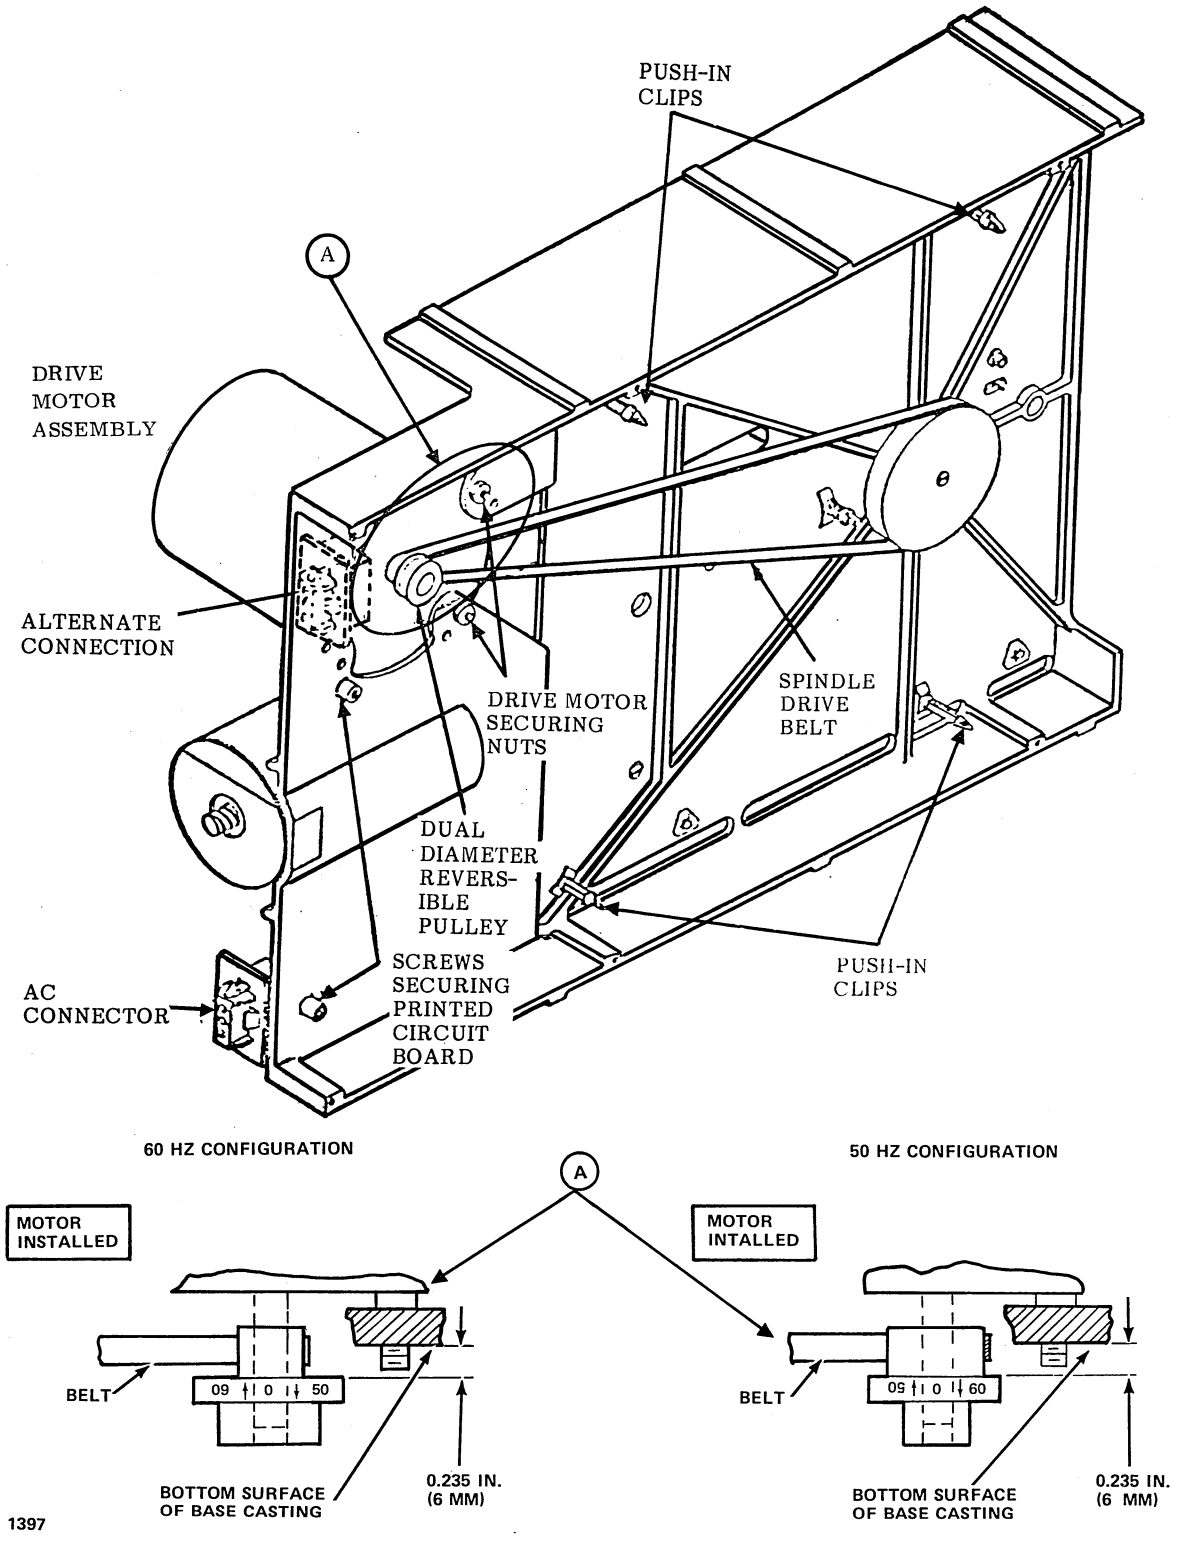

Figure 12-2. Drive Pulley Reversal
3. Check that the flexible disk drive dual-diameter pulley is properly installed to accommodate the site power frequency (figure 12-2).
This procedure outlines the processes necessary to convert the flexible disk drive unit for operation from ac power circuits of 120 V, 50 or 60 Hz. The conversion is accomplished by reversing the dual diameter drive pulley on the drive motor shaft (figure 12-2).
5. Position the pulley on the shaft, allowing a tolerance of 15/64 inch (6 millimeters) between the base of the motor and the pulley edge adjacent to the motor. Refer to figure 12-2.